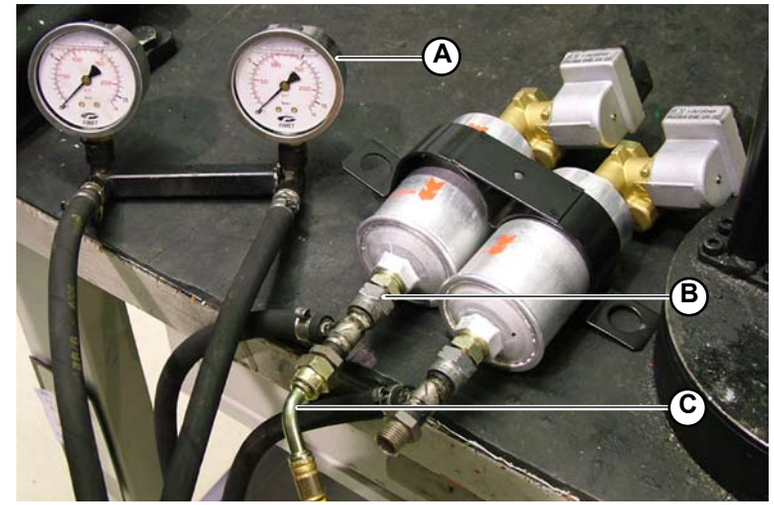

Fig.1
1. Connect to the measurement instrumentation (**A-Fig.1**) by inserting the latter between the fuel pump (**B-Fig.1**) and the coupling (**C-Fig.1**).